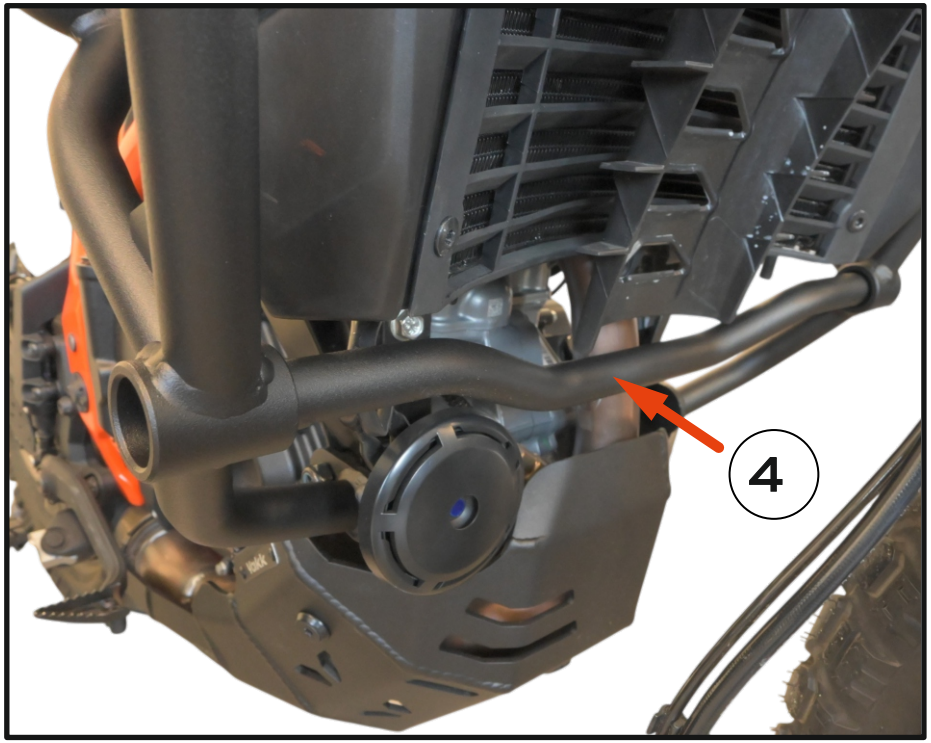

Fig. 6
4. Join the crash bars using the Crossbar **[3]** and fasten them with bolts **[11]** and washers **[9]. [Fig. 6], [Fig. 7]**